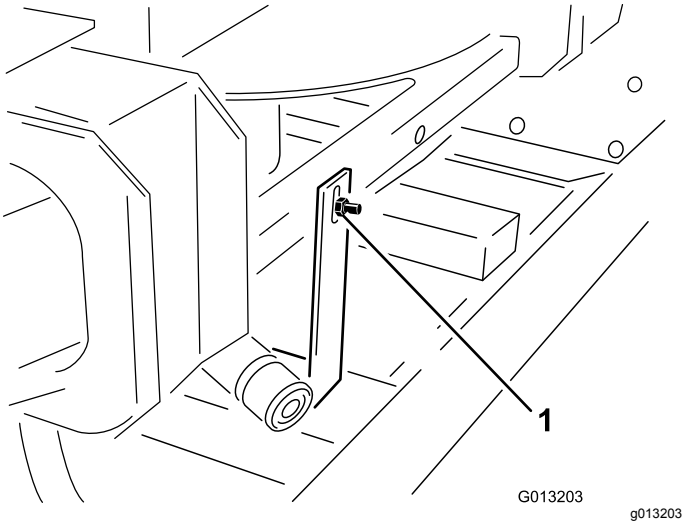

Figur 3
2. Fjern bolten og møtrikken fra bagenden af den dobbelte spinder, som fastgør leveringsbeslaget fra maskinens løfteanordning på den dobbelte spinder (Figur 3).